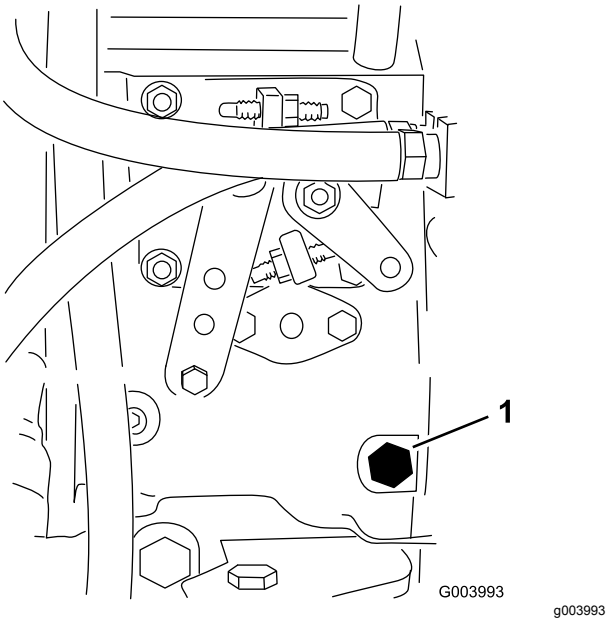

Figur 21
3. Åpne lufteskruen på pumpen for drivstoffinnsprøyting (Figur 21) med en 12 mm-skrunøkkel.